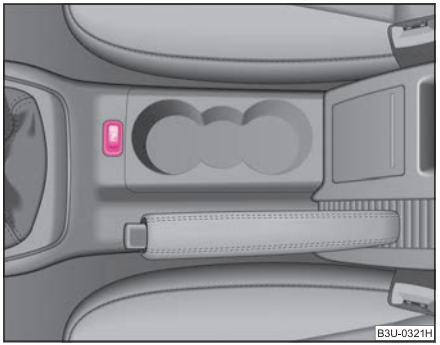

Fig. 120 Activating the parking aid
The parking aid is activated when the **reverse gear** is engaged and the ignition is turned on or by pressing the button ⇒ fig. 120 - the symbol P ▶
The parking aid is deactivated after pressing the button P ⇒ page 127, fig. 120 or at a speed of more than 15 km/h - the symbol P in the button is no longer illuminated.
- If a warning signal sounds for about 3 seconds after activating the system and there is no obstacle close to your car, this indicates a system fault. The fault is confirmed additionally when the symbol P flashes in the button ⇒ page 127, fig. 120. Have the fault rectified by a specialist workshop.